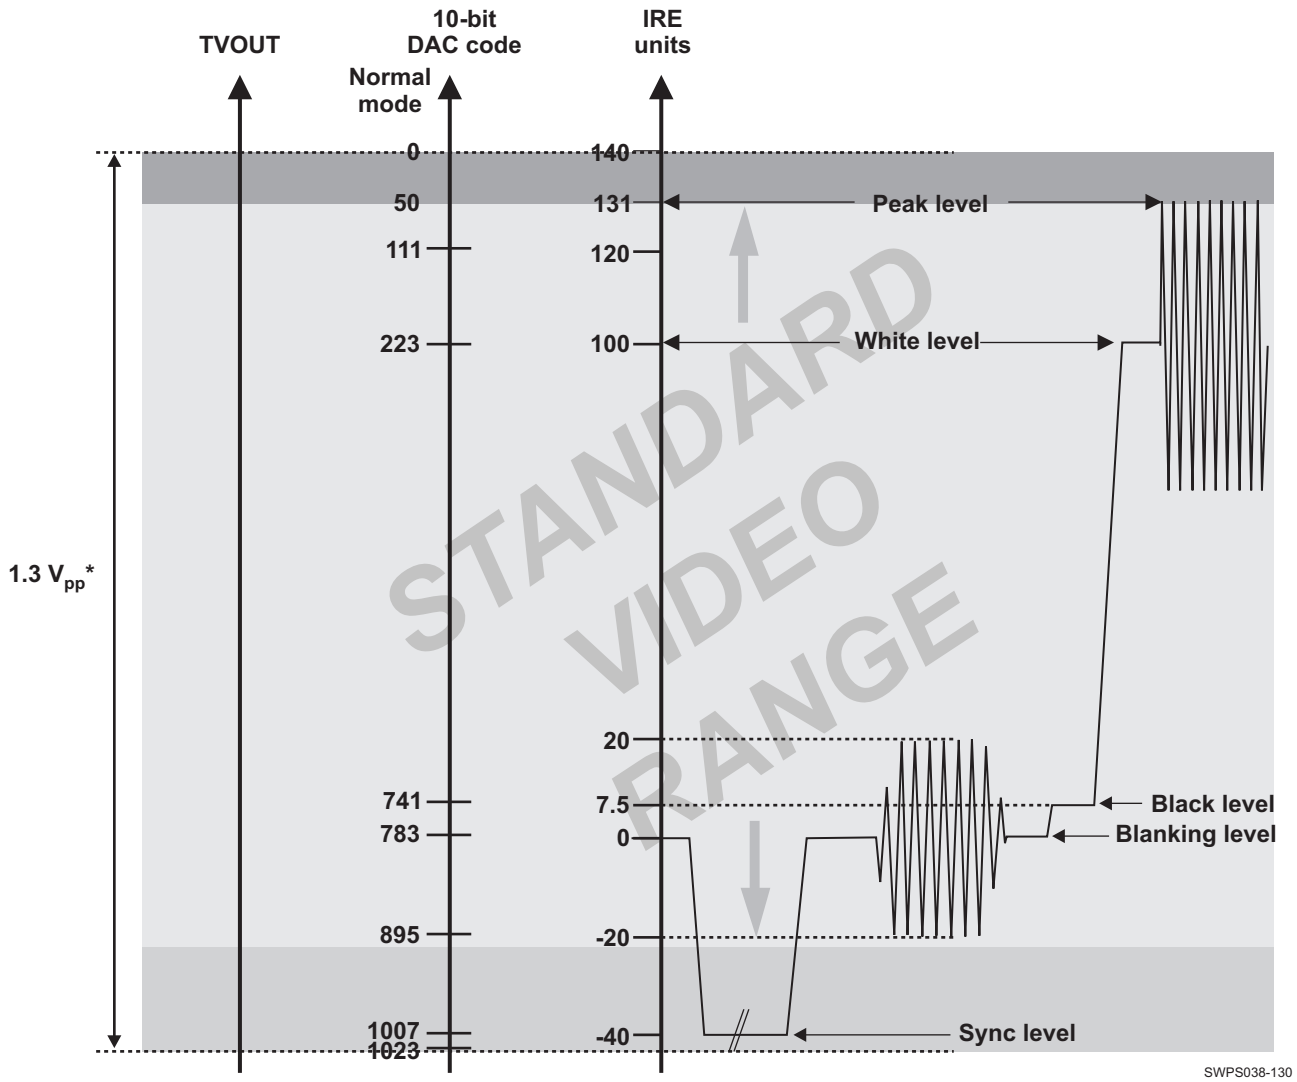
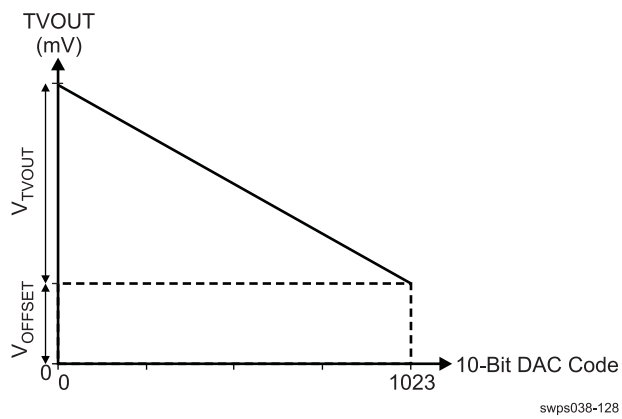

Figure 5-4. Composite Video Signal Levels(1)(2)
Figure 5-6. cvideo_out1 and cvideo_ou2 Transfer Function
(1) The INL is measured at the output of the DAC (accessible at an external pin during bypass mode). The INL at code 783 equals 0.
(2) The DNL is measured at the output of the DAC (accessible at an external pin during bypass mode). The INL at code 783 equals 0.
(3) Reference PSR measures the effect of a supply disturbance at cvideo1_out and cvideo2_out.
(4) The analog supply current I_{vdda} is directly proportional to the full-scale output current IFS and is insensitive to f_{CLK}.
(5) The digital supply current I_{VDD} is dependent on the digital input waveform, the DAC update rate f_{CLK}, and the digital supply VDD.
(6) The peak digital supply current occurs at full-scale transition for duration less than 1 ns.
(7) See Section 5.6, *Analog Supply (vdda_dac) Noise Requirements*, for actual maximum ripple allowed on vdda_dac.
(8) For more information on code range definition, see Figure 5-4.
(9) For more information on AVDAC power-up, power-down, and standby mode configurations, see Display Subsystem / Display Subsystem Functional Description / Video Encoder Functionalities / Video DAC Stage Power Management section of *AM/DM37x Technical Reference Manual* (literature number SPRUGN4).
(1) For internal input clock information, see the DSS chapter of *AM/DM37x Technical Reference Manual* (literature number SPRUGN4).
(2) The differential gain and phase value is for dc coupling. Note that there is degradation for the ac coupling. The Differential Gain and Phase are measured with respect to the gain and phase of the burst signal (–20 to 20 IRE)
(3) The SNR value is for dc coupling.
(4) PSR measures the effect of a supply disturbance at cvideo1_out and cvideo2_out.
(5) The flat band measurement is done at 500 kHz for characterizing the attenuation at 5.1 MHz.
(6) For more information on code range definition, see Figure 5-4.
Figure 5-4 describes the composite video signal levels.
(1) The 1.3 V_{PP} (peak-to-peak) is referring to the output signal at cvideo1_out in the DAC + Buffer composite-video mode. Note that the 1.3 V_{PP} must apply to both cvideo1_out and cvideo2_out in DAC + Buffer s-video mode (dual-DAC mode configured for ac or dc coupling).
(2) In AVDAC normal mode (DAC + Buffer), higher values of the DAC input code provided by the Video Encoder will result in lower output voltage due to the inverting configuration of the TVOUT Buffer. See Figure 5-4 for more details on the relation between the composite video signal levels and the DAC code values for normal mode of operation.
(1) In bypass mode, output node is cvideo1_out and cvideo2_out nodes. For more information, see Section 5.2, *TVOUT Bypass Mode (DAC Only)* or Section 5.3, *TVOUT Bypass Mode in Dual-Channel Configuration*.
(2) For more information on code range definition, see Figure 5-4.
(1) For more information on code range definition, see Figure 5-4.
Figure 5-6 shows the cvideo_out1 and cvideo_out2 transfer function. Regarding the typical composite video signal levels versus the DAC input code, for more information on code range definition, see Figure 5-4.